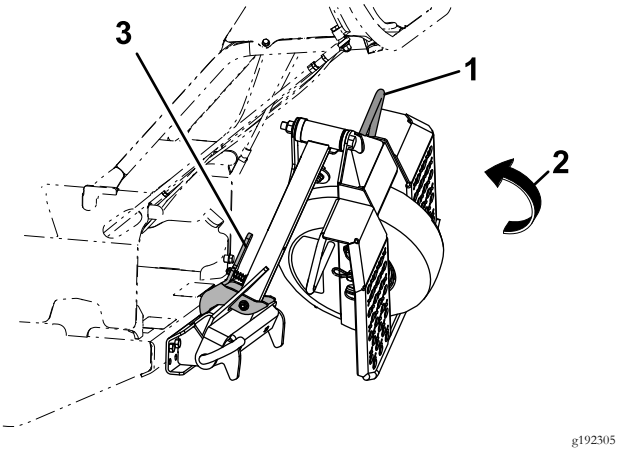

Figure 26
1. Firmly hold the platform side handle and lift sightly (reference Figure 26).